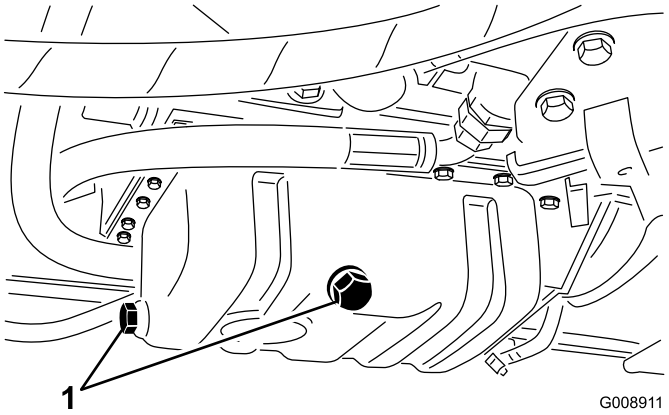

Figur 41
1. Ta bort avtappningspluggen (Figur 41) och låt oljan rinna ned i ett avtappningskärl.